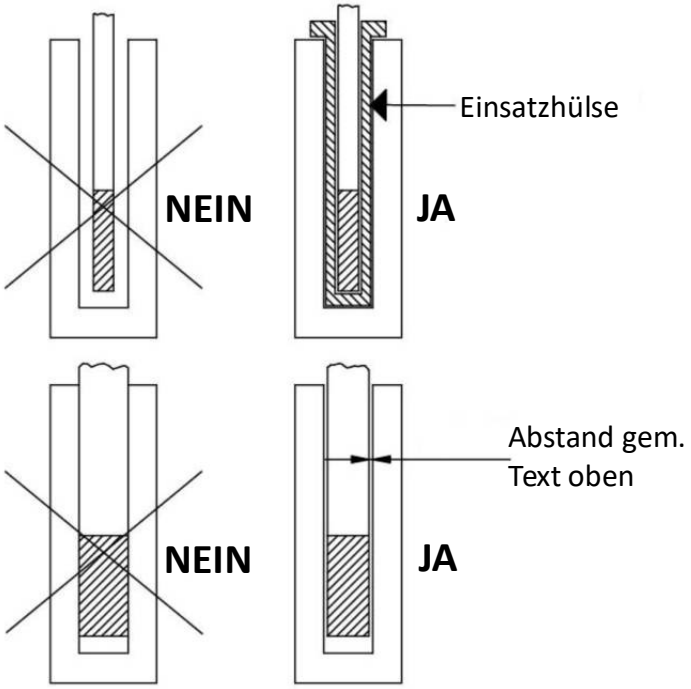

Abbildung 1
- Falls diese Werte nicht eingehalten werden können, verwenden Sie eine andere Einsatzhülse gem. Darstellung in Abbildung 1.
- Führen Sie den Fühler in eine passende Bohrung ein, siehe Kapitel 5.2 (Abb. 1 und 2).
- Schalten Sie den Kalibrator am Hauptschalter (2) ein. Warten Sie das Ende der Selbsttest-prozedur ab, das Display zeigt dann **Stby** (standby) an. Drücken Sie eine Taste, um nun den Sollwert einstellen zu können.